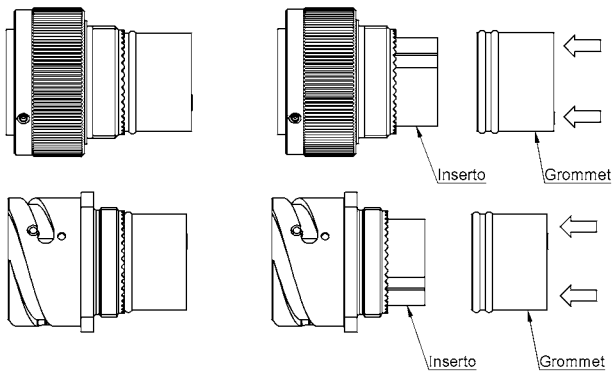

Fig. 6
a) Mount the grommet onto the insert as indicated in Fig. 6.